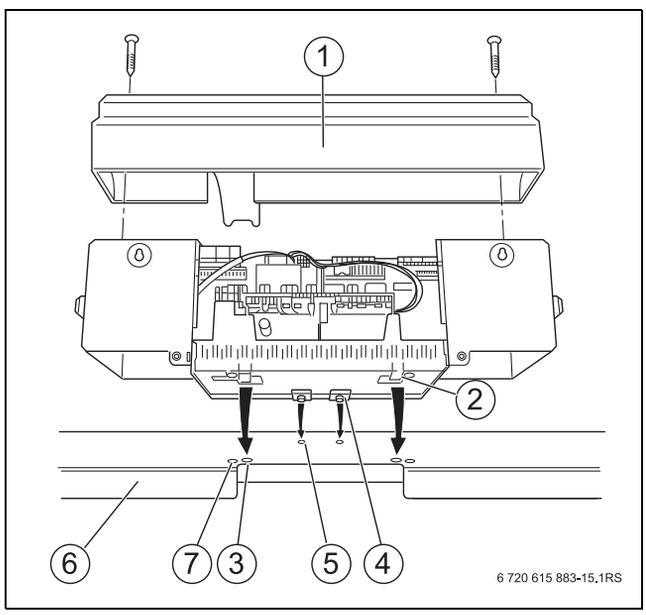

Bild 29 Regelgerät montieren
In Bild 29, Seite 29 sind das Regelgerät und die vordere Abdeckhaube [1] von hinten dargestellt.
▶ Abdeckhaube wieder am Regelgerät montieren (→ Bild 29, Seite 29).
▶ Abdeckhaube mit den Schrauben des Regelgeräts sichern (→ Bild 29, Seite 29).